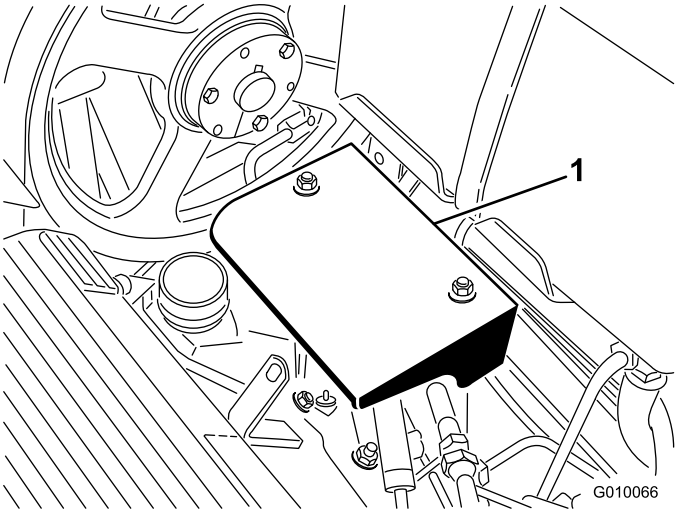

Figur 56
2. Fjern de to festemutterne på pumpeskyddet, og ta av skyddet (Figur 56).